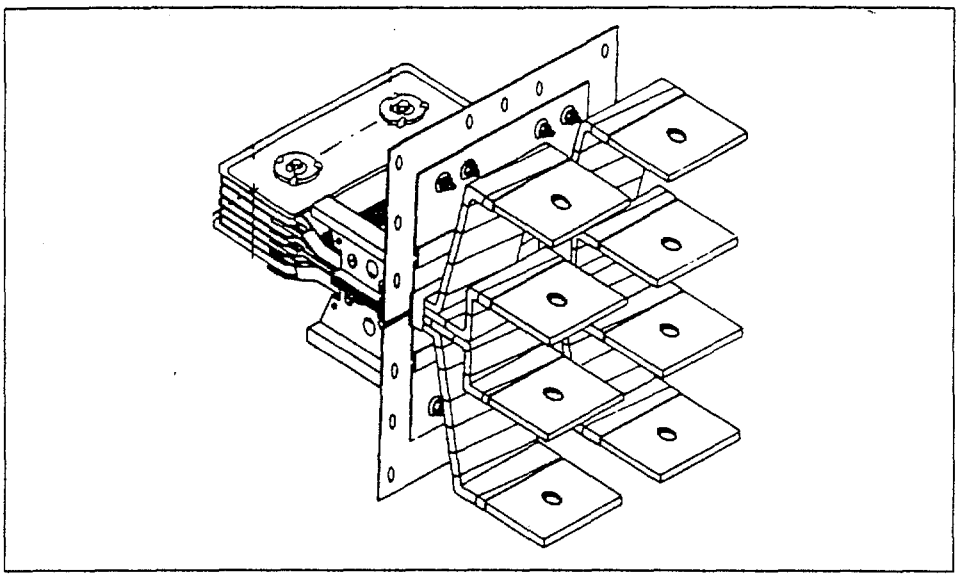

Figure 14: Flanged-End Connections
2. BUSWAY CONNECTIONS: UL TYPE 1 (NON-QWIK FLANGE) AND UL TYPE 3R (figure 14).
D. Install the actual busway flanged end to the switchboard bus connectors provided in the switchboard (figure 14). Insert the flanges between the switchboard bus connectors so that the mounting holes in the collar of the flanged end are aligned with the pre-drilled holes in the switchboard enclosure.